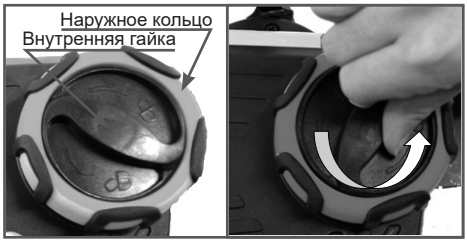

Рис. 3 Регулятор натяжения цепи / гайка крышки шины
3. Открутите гайку крепления крышки шины (Рис. 3) против часовой стрелки и снимите крышку шины с корпуса электропилы.
Электропила оснащена безынструментальной системой для регулировки натяжения цепи. Наружное кольцо регулирует натяжение цепи, а внутренняя гайка служит для крепления крышки и пильной шины (Рис. 3).